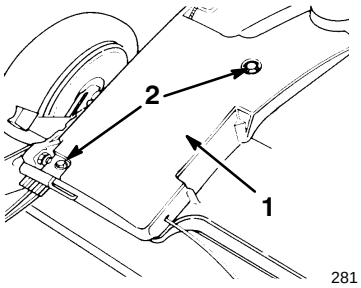

Abbildung 26
1. Bei abgestelltem Motor die zwei Schrauben entfernen, mit denen die Riemenabdeckung befestigt ist (Abb. 26).
2. Die Schrauben entfernen, mit denen die Riemenabdeckung am Rasenmähergehäuse befestigt ist (Abb. 26).